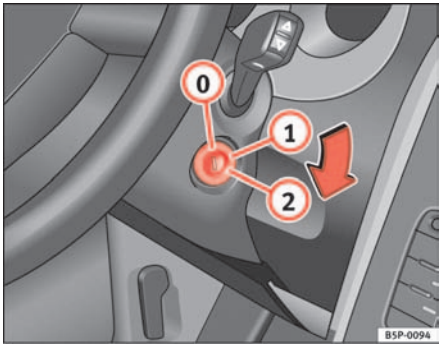

Fig. 95 Ignition key positions
In the position ⇒ fig. 95 the ignition and the engine are OFF and the steering may be locked.
– Turn the ignition key to position ⇒ page 127, fig. 95 (1). The indication lamp ⌀ will light for engine pre-heating.
– When the warning lamp goes out, turn the key to position (2) to start the engine. Do not press the accelerator.
– Turn the ignition key to position ⇒ page 127, fig. 95 (0).